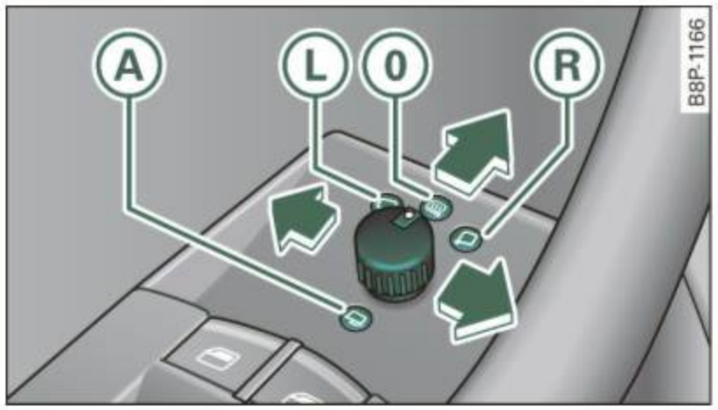

Fig. 67 Forward section of driver's armrest: power mirror controls
– Turn the adjusting knob to ⇒ fig. 67 (L) (driver's side outside mirror) to (R) (front passenger's outside mirror).